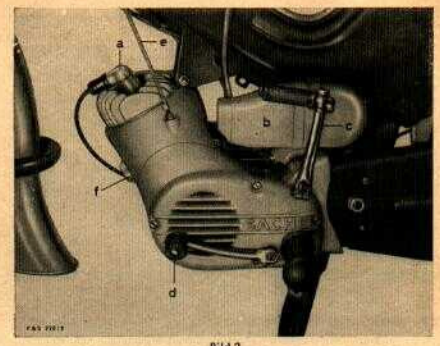
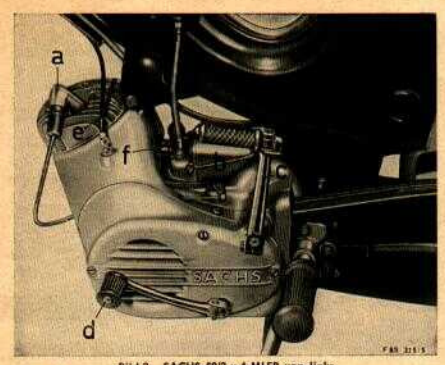

Bild 2
Bild 3 SACHS 50/3 u 4 MLFB von links
a) beim Motor SACHS 50/4 LKH der Ansauggeräuschdämpfer b (Bild 2),
b) bei den Motoren SACHS 50/4 MLFB und SACHS 50/3 MLFB die Filterkappe b (Bild 3) abzunehmen.
c) Ferntupfer f (Bild 2) bzw. Tupfer f (Bild 3) 4...5 Sekunden **ruhig herunterdrücken,**
Nötige Filterreinigung siehe Prüf- und Reinigungsplan Seite 5. Wird die rechtzeitige Reinigung des Luftfilters unterlassen, tritt vorzeitiger Verschleiß der Triebwerksteile ein. Zum Reinigen wird der Ansauggeräuschdämpfer b (Bild 2) nach Aushängen des Befestigungsgummis durch leichtes Drehen (nicht ziehen) entfernt. Ansauggeräuschdämpfer mit Luftfilter in Kraftstoff oder Petroleum auswaschen, trocknen. Vor dem Einbau Luftfilter mit Motorenöl leicht benetzen.